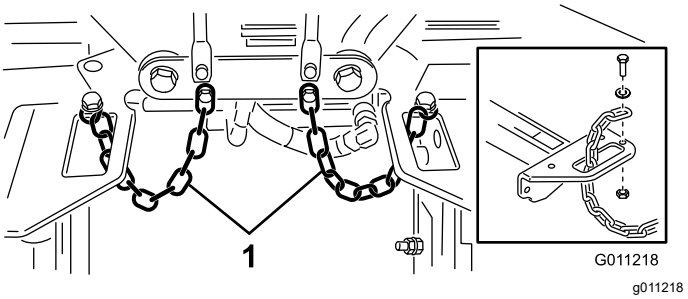

Rysunek 23
4. Przewlekamy łańcuch zabezpieczający przez wycięcie na końcu każdej ramy nośnej. Koniec łańcucha przykręcamy na górze ramy śrubą z podkładką i nakrętką (Rysunek 23).